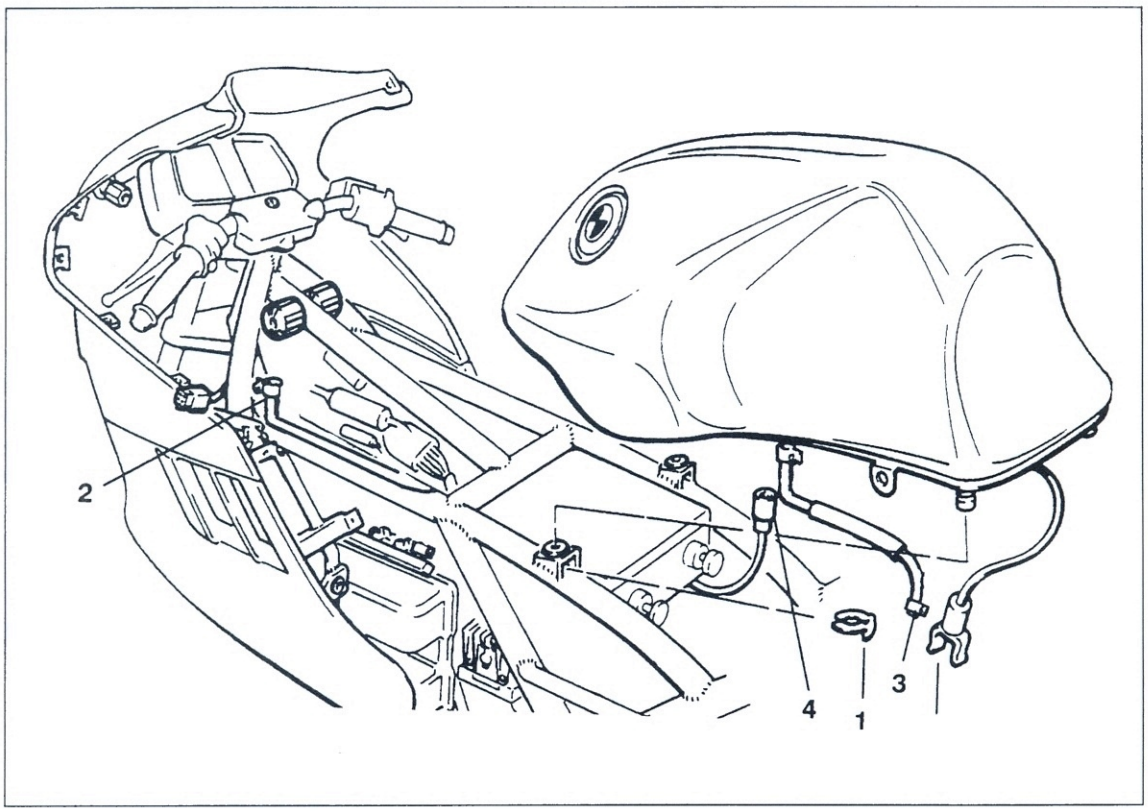

Bild 9
● Lappen zum Auffangen von Leckkraftstoff auf Einspritzleiste legen, da aus Druckleitung ③ Bild 9 etwas Kraftstoff austritt. Druckleitung an Einspritzleiste abnehmen, Rücklaufleitung ② an Tank.